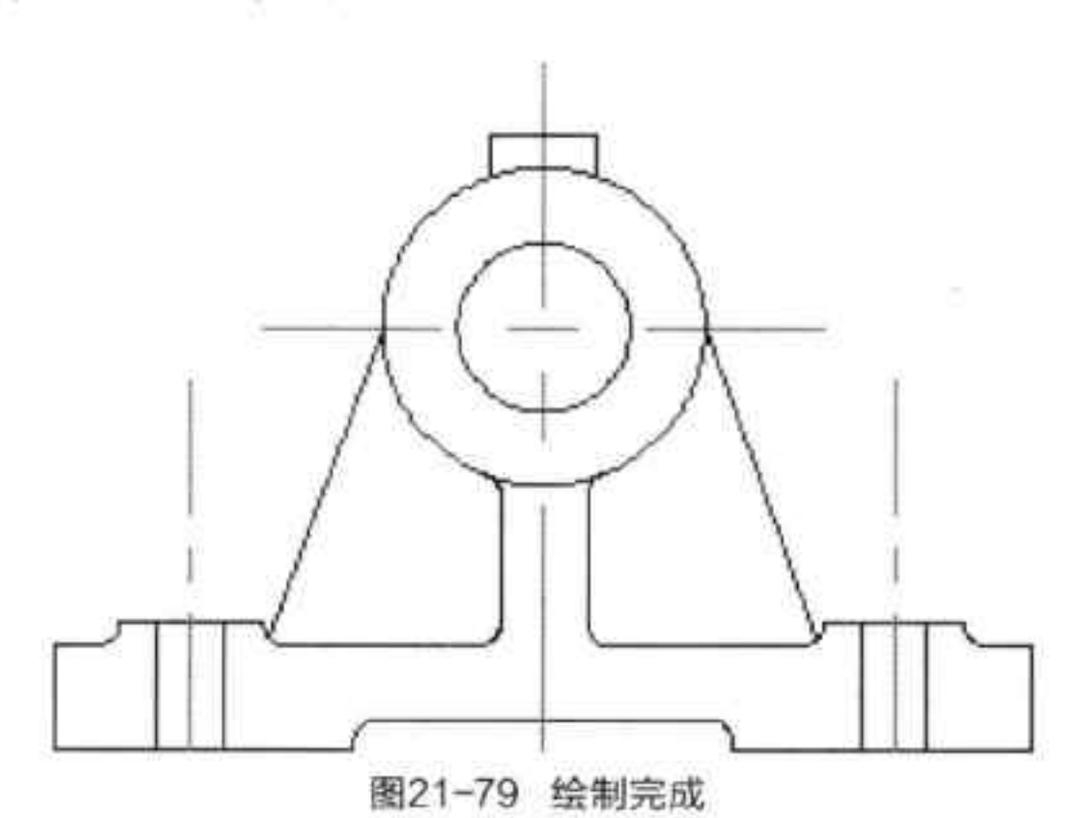

图21-79 绘制完成
Step 38 再次执行“镜像”命令，对其余部分进行镜像复制，轴承支座正立面图绘制完成，如图 21-79 所示。